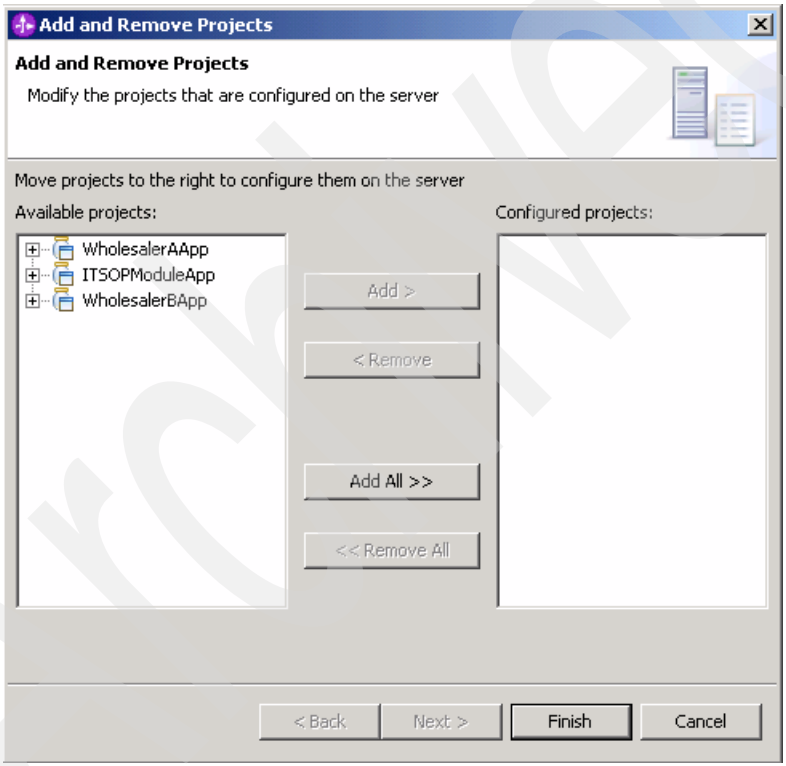

Figure B-3 The Add and Remove Projects wizard
2. The Add and Remove Projects wizard (Figure B-3) opens in which you can see all deployable projects. Select the project or projects and click **Add** or **Add All** to move them under the Configured Projects section. All projects listed under Configured Projects are deployed to the server.